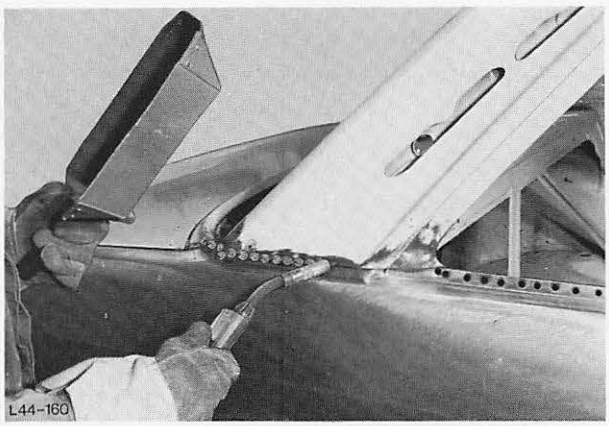

Abb. 172 Verbindungsnaht – C-Säule schutzgasschweißen
29. Verbindungsnaht – C-Säule schutzgasschweißen, Abb. 172.